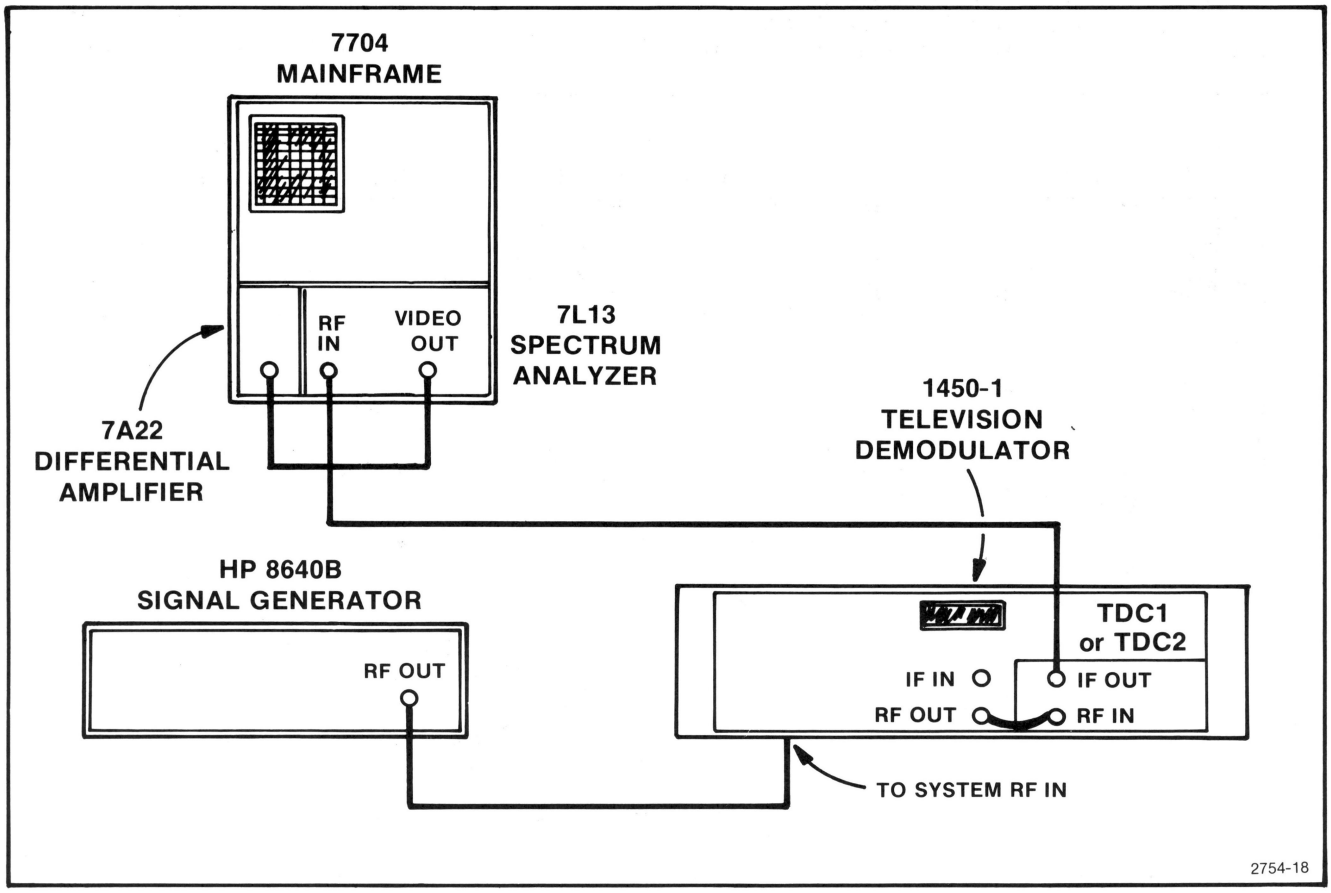

Fig. 4-7. Test Setup for Measuring Variation in Frequency Response as a Function of AGC.
d. Monitor the down converter IF OUTput with a spectrum analyzer such as a TEKTRONIX 7L13. Inset a step attenuator between the down converter and the spectrum analyzer, and set the step attenuator for 0 dB attenuation. Set the generator output for +1 dBm at the SYSTEM RF Input. See Fig. 4-7. Connect the spectrum analyzer Video Out to a differential amplifier such as a TEKTRONIX 7A22.